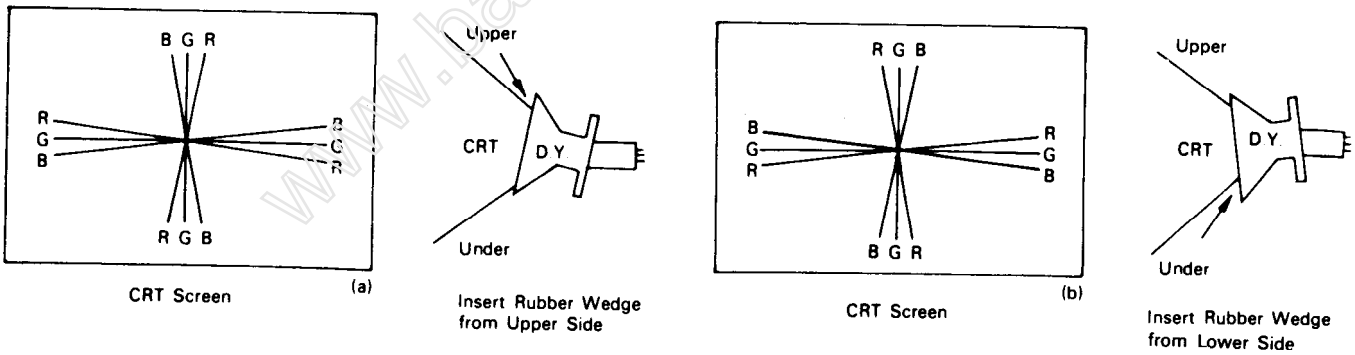

FIGURE 10
PRECISE ADJUSTMENT OF DYNAMIC CONVERGENCE (See Fig. 10 and 11)
2. Insert the temporary wedge and fix Deflection Yoke so as to obtain the best circumference convergence (See Fig. 10 and 11).
1) Tilting the angle of the yoke up and down adjusts the crossover of both vertical and horizontal red and blue lines. See Fig. 10 (a) and (b).